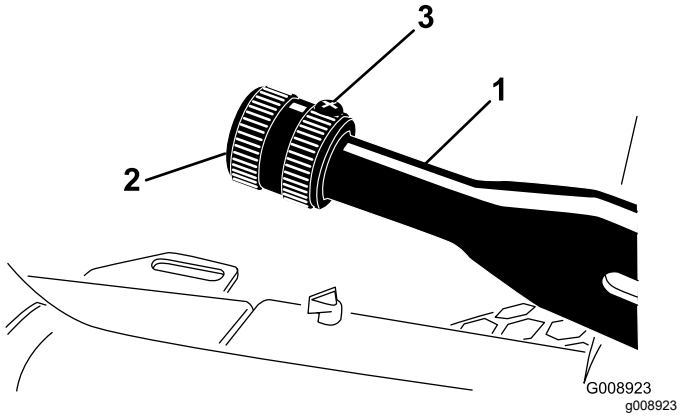

Figuur 75
2. Draai de stelschroef los waarmee de knop is bevestigd aan de parkeerremhendel (Figuur 75).